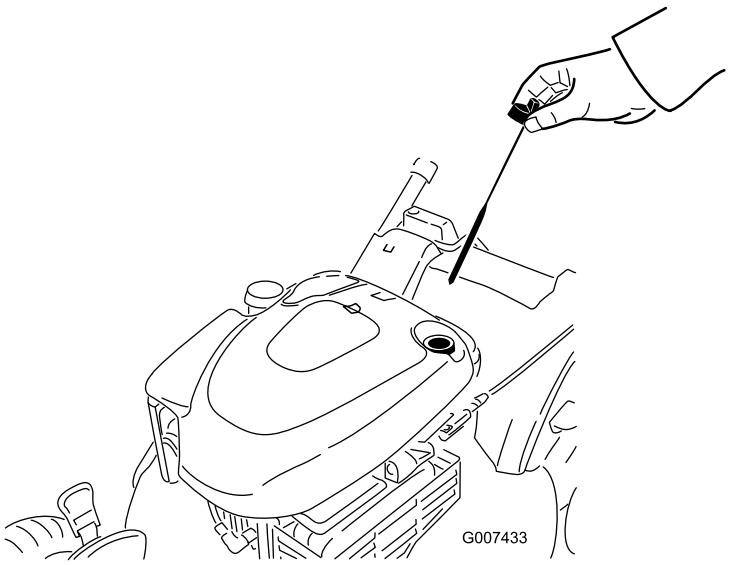

Figuur 29
2. Verwijder de peilstok (Figuur 29).